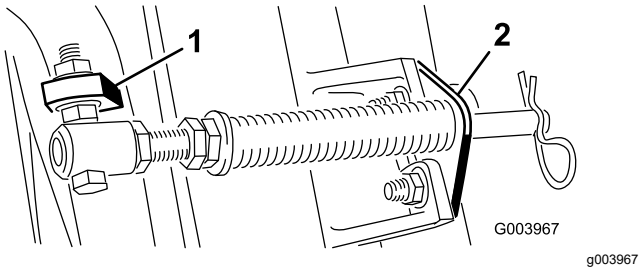

Figur 5
4. Monter stangbeslaget på klippeenhedens tapper med bræddebolte og møtrikker (Figur 5).